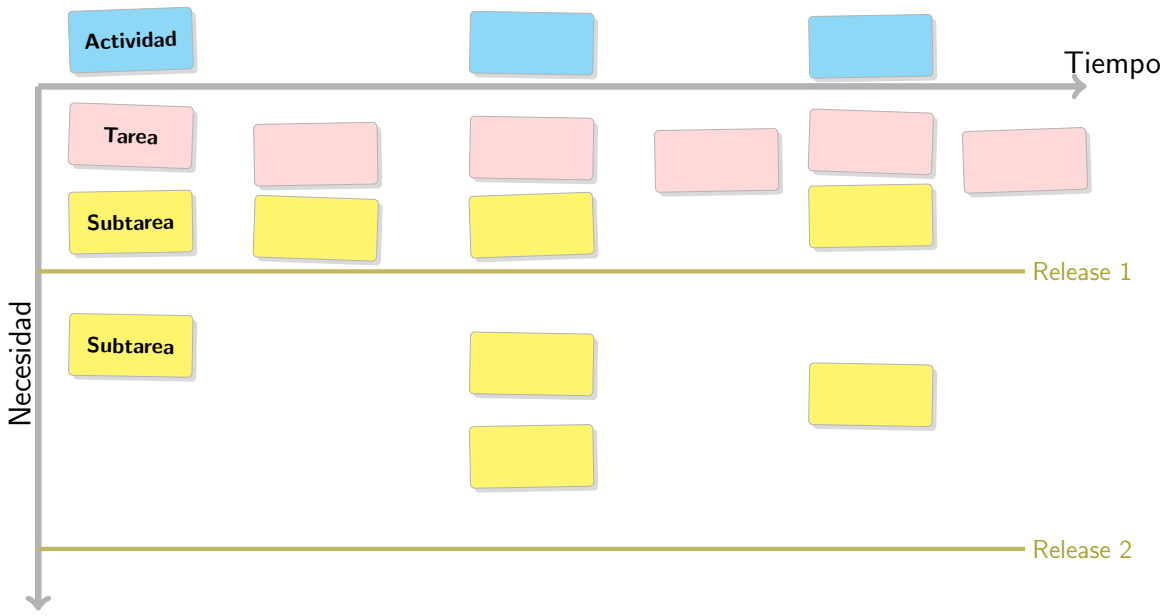

Figura 7.9: Story Map: Herramienta para desglosar el Release Plan en un backlog de historias de usuario listas para la iteración.
- **Entregable:** Product Backlog refinado, priorizado y visualmente estructurado (Figura 7.9).